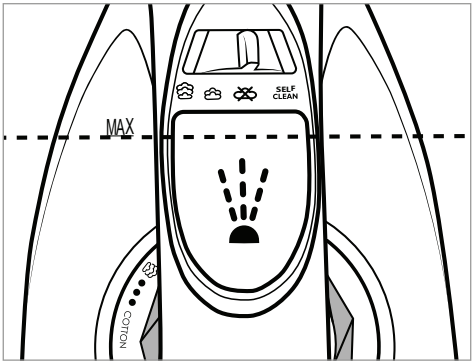

Fig. 1
1) Make sure that the temperature control ❻ is set to the position ***MIN***.
2) Hold the iron in your hand at an angle and open the lid of the filler opening for the water tank ❷.
3) Use the measuring cup ⓫ to fill the water tank ❷ up to no more than the ***MAX*** marking (see fig. 1).